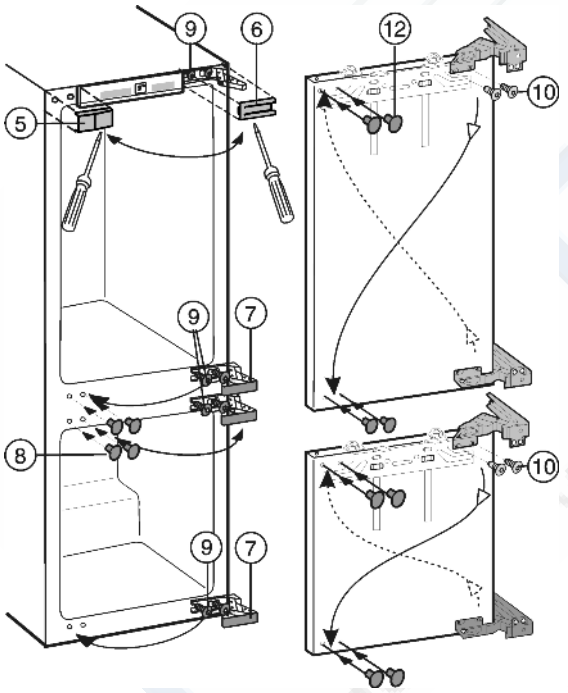

Fig. 4
▶ Накладки *Fig. 4 (5,6,7,8)* отожмите вперед при помощи плоской отвертки.
▶ Винты *Fig. 4 (9)* вверху и внизу на корпусе устройства только ослабьте.
▶ Винты *Fig. 4 (9)* переставьте на противоположную сторону и слегка прикрутите.
▶ Выкрутите винты *Fig. 4 (10)* и переверните шарниры по диагонали.
Винты *Fig. 4 (10)* микрокапсулированные: используйте аккумуляторный винтовёрт.
▶ Освободившиеся отверстия закройте заглушками *Fig. 4 (12)*.
▶ Навесьте дверь на предварительно смонтированные винты *Fig. 4 (9)* и затяните винты **с моментом 4 Нм**.